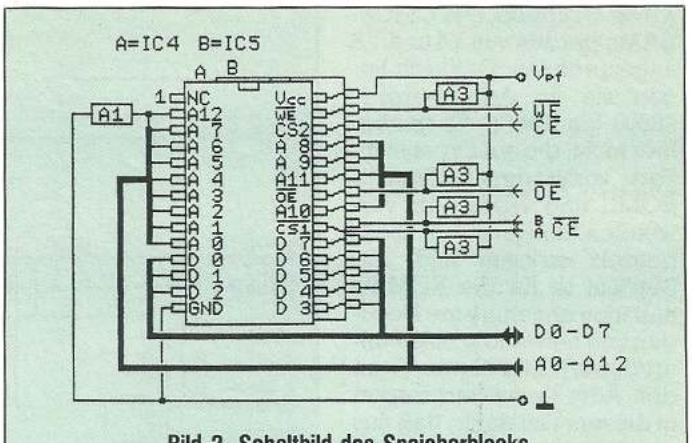

Bild 2. Schaltbild des Speicherblocks
In Bild 2 können Sie erkennen, wie der Kontrollbus für einen Speicherbaustein aufgebaut ist. Über das Chipauswahlsignal ($\overline{CE}$, CE) wird der entsprechende Speicherbaustein angesprochen und aktiviert.
**Speicherblock:** In Bild 2 sieht man die Schaltung des Speichers. Zwei CMOS-RAMs sind einfach parallel geschaltet. Auf diese Weise ergibt sich eine Speicherkapazität von 16 KByte. Die Chip-Enable-Signale CEa,b müssen allerdings getrennt sein.